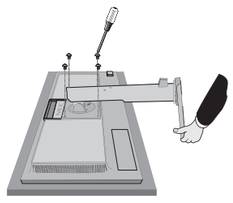

Abbildung S.1
4. Entfernen Sie die vier Schrauben, mit denen der Fuß am Monitor befestigt ist (**Abbildung S.1**).